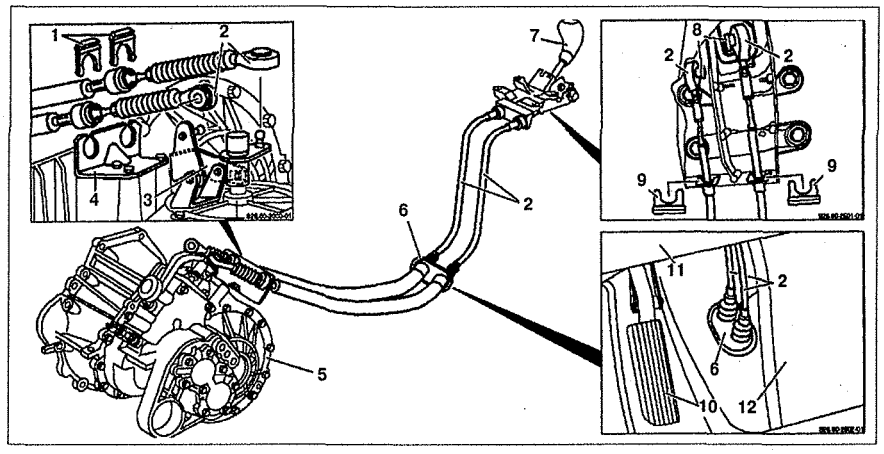

Рис. 6.46. Тросы переключения передач (представлена коробка передач 503.018/01/02):
3. Отсоедините тросы переключения передач **2** от коробки передач (см.рис.6.46).